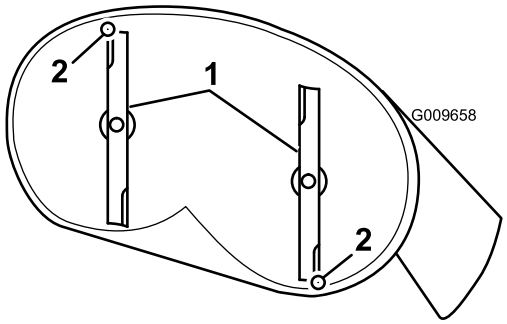
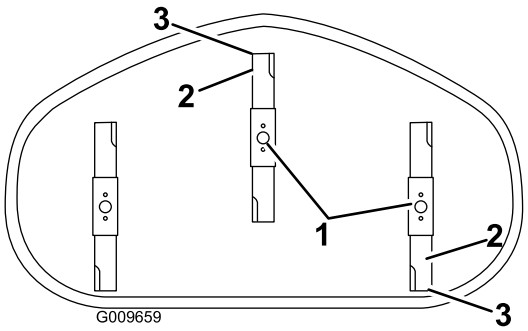

Figur 64
Figur 65
4. Drej forsigtigt knivene, så de vender på langs (Figur 64 og Figur 65).
5. Mål fra spidsen af den forreste skærekniv til den plane overflade og spidsen af den bageste skærekniv til den plane overflade (Figur 64 og Figur 65). Hvis den forreste skæreknivs spids ikke er 1,6–7,9 mm lavere end den bageste skæreknivs spids, skal du justere den forreste låsemøtrik.
8. Efter justering kontrolleres den langsgående hældning igen. Fortsæt med at justere møtrikken, indtil den forreste spids af skærekniven er mellem 1,6 og 7,9 mm lavere end den bageste spids af skærekniven (Figur 64 og Figur 65).